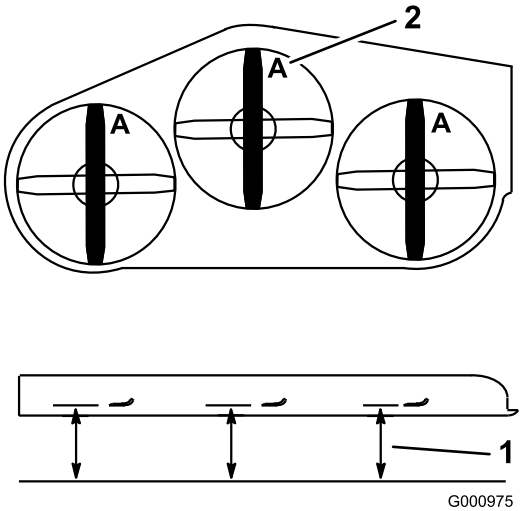

Figur 85
3. Rotera knivarna tills ändarna vetter framåt och bakåt (Figur 85). Mät från ett jämnt underlag till knivens egg vid punkt **A** på knivarna (Figur 85). Anteckna detta mått.